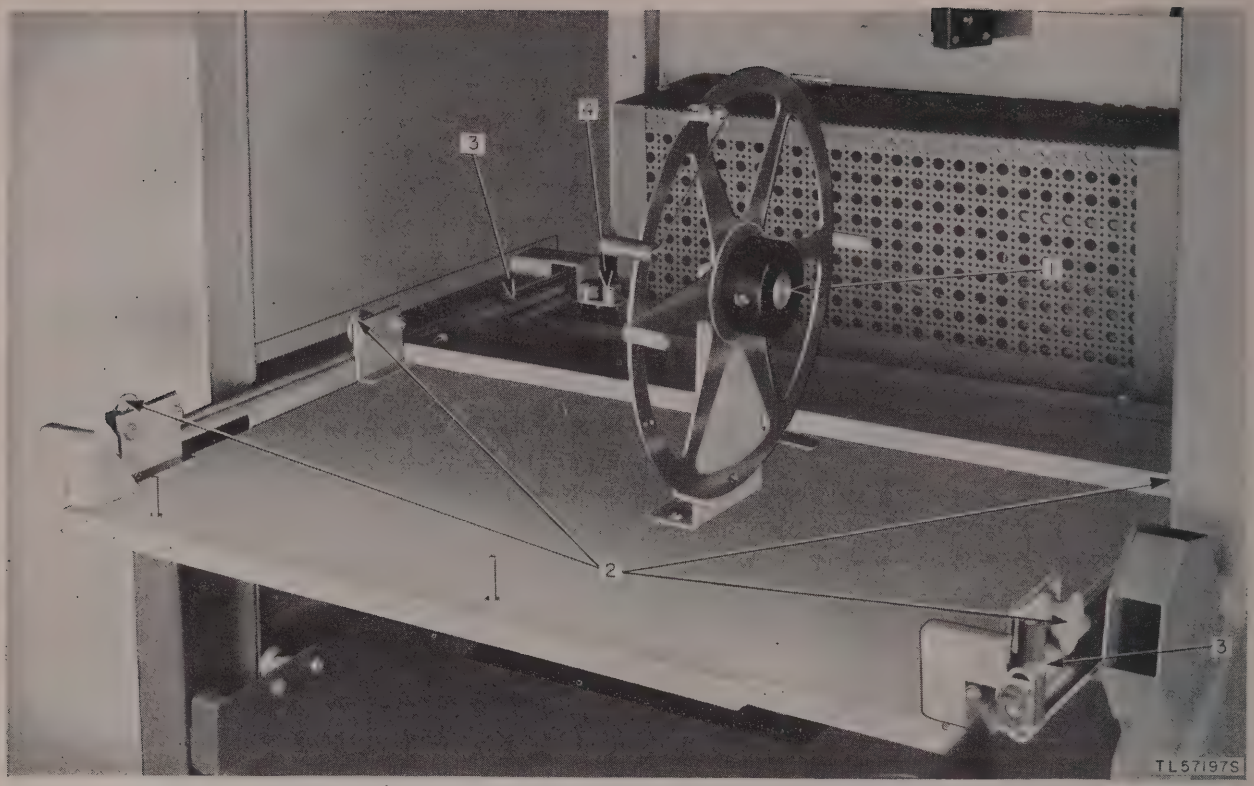

Figure 32. Console shelf, lubricating points.
(1) No disassembly is required.
(2) Clean the inside of the console with a clean cloth, slightly dampened with solvent (SD), to remove dust and dirt and to wipe surfaces clean of oil or grease.
(3) Lubricate the console shelf as specified in paragraph 88*c* (fig. 32).